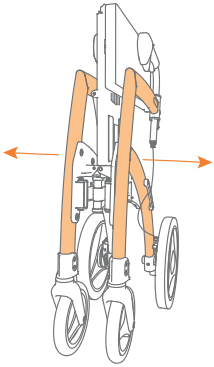

Figure 7 : Déplier en tirant sur le cadre.
a. Ecartez les côtés du Rollz Motion jusqu'à ce que le déambulateur soit presque tout à fait déplié **(Figure 7)**.